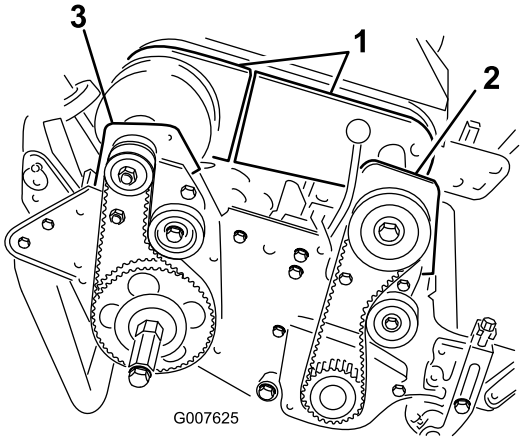

**Figur 41**
4. Afmonter boltene, som fastgør differentialeskærmens forreste og bageste del på differentialehuset, og skub skærmdelene væk for at frilægge remmen (Figur 41).
6. Afmonter de to bolte og låsemøtrikker, som fastgør det forreste koblingshus på sidepladen (Figur 41).
8. Afmonter de to bolte og låsemøtrikker, som fastgør det højre baglejehus til sidepladen (Figur 41).